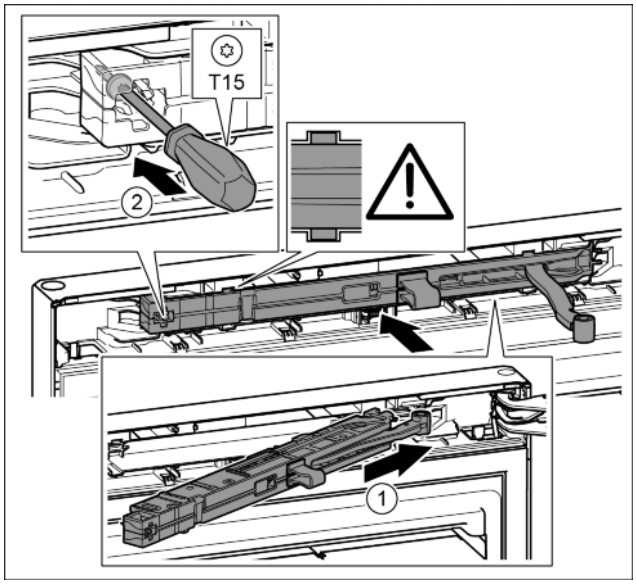

Fig. 21
▶ Вставить узел амортизатора со стороны опорного кронштейна в выемку до упора под наклоном. *Fig. 21 (1)*
▶ Затянуть винт отверткой T15. *Fig. 21 (2)*